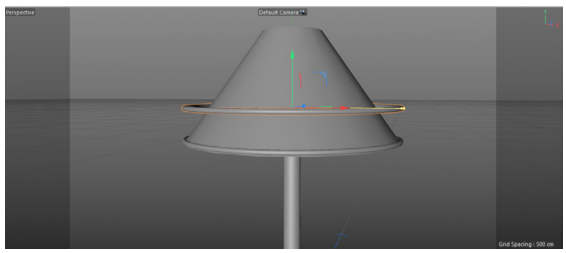

Figure 3-9 *Placing shadedesign1.1 on shade*
24. Make sure *shadedesign1* is selected in the viewport. Next, press and hold the CTRL key and drag the cursor upward; a copy of *shadedesign1* is created with the name *shadedesign1.1*. Next, place it on *shade*, refer to Figure 3-9.